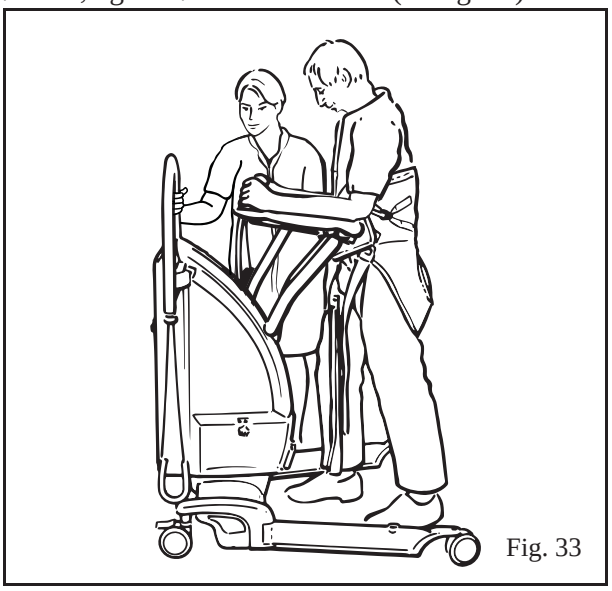

Fig. 33
10. Når Proactive Pad er fjernet, og bremserne er slået fra, kan plejemodtageren gå med den fart, han/hun ønsker, og få støtte af *Sara Plus*. (Se fig. 33)